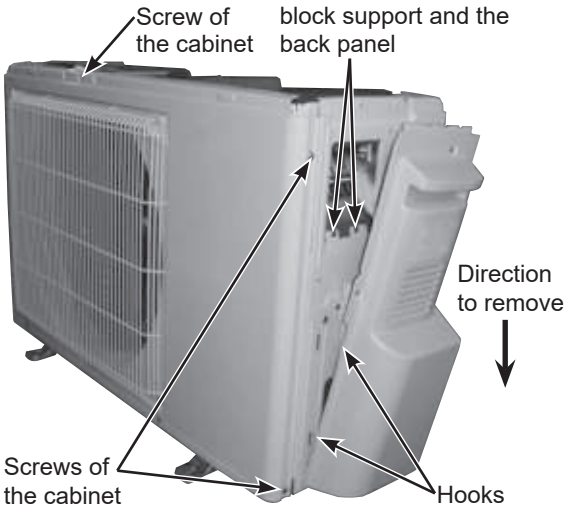

Figure 1
1. Removing the cabinet (1) Remove the screws fixing the service panel. (2) Pull down the service panel and remove it. (3) Remove the screws fixing the conduit cover. (Photo 4) (4) Remove the conduit cover. (5) Remove the screw fixing the conduit plate. (Photo 5) (6) Remove the conduit plate. (7) Disconnect the power supply wire and indoor/outdoor connecting wire. (8) Remove the screws fixing the top panel. (9) Remove the top panel. (10) Remove the screws fixing the cabinet. (11) Remove the cabinet. (12) Remove the screws fixing the back panel. (Photo 5, 6) (13) Remove the back panel. **NOTE:** If the red labels have been removed during the operation, put them back in the original position after the operation. Red labels indicate the use of flammable refrigerants. (Figure 1)	**Photo 1**